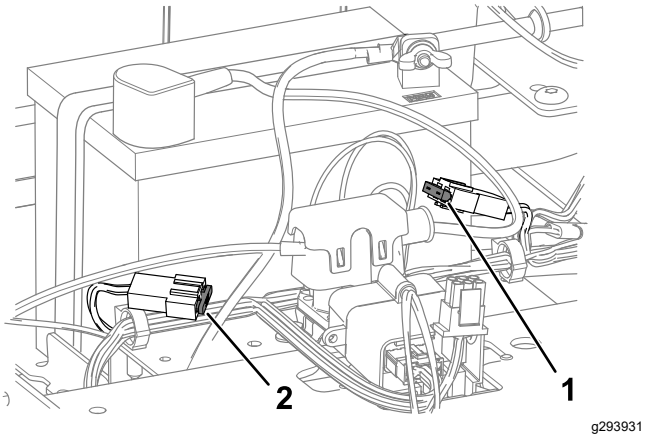

Figura 43
2. Levante el panel de control para tener acceso al arnés de cables principal y al bloque de fusibles (Figura 43).
3. Para cambiar un fusible, tire del fusible para retirarlo (Figura 43).